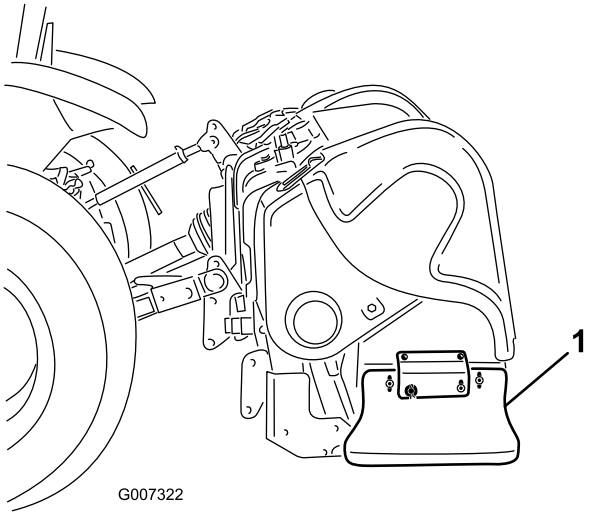

Figur 35
1. Lossa bultarna och muttrarna som håller fast sidoskydden på ramen (Figur 35).